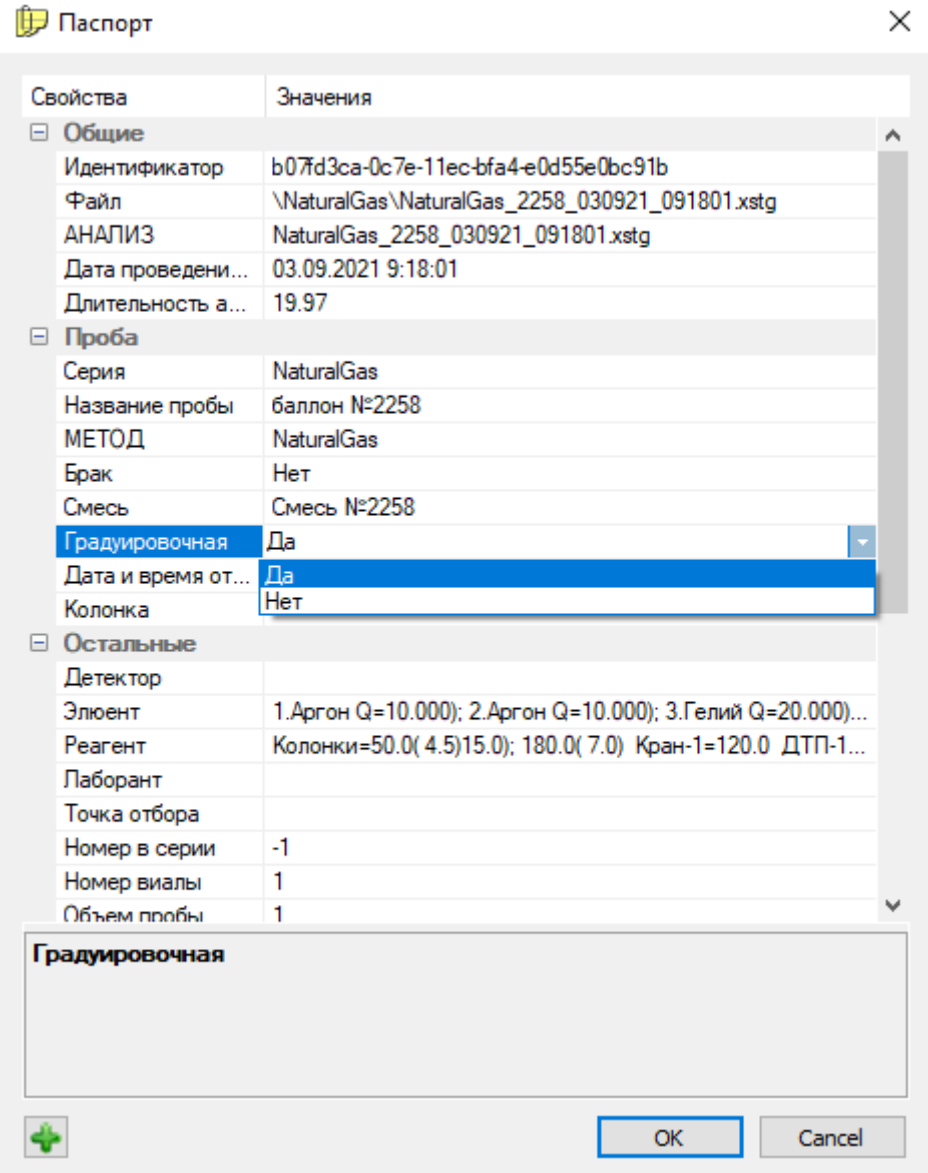

Рис. 61: Установка флажка «Градуировочная»
2. В разделе *Проба*, напротив свойства *Градуировочная* выберите **Да** в выпадающем списке (Рис. 61).